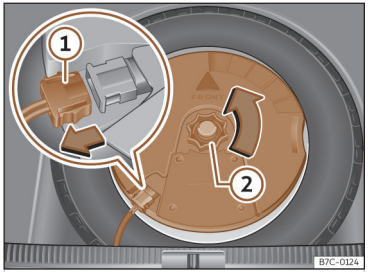

Abb. 223 Im Gepäckraum: Subwoofer ausbauen.
- Ziehen Sie das Subwoofer-Lautsprecherkabel heraus ››› (Abb. 223) ①.
- Drehen Sie das Befestigungshandrad entgegen dem Uhrzeigersinn heraus ››› (Abb. 223) ②.